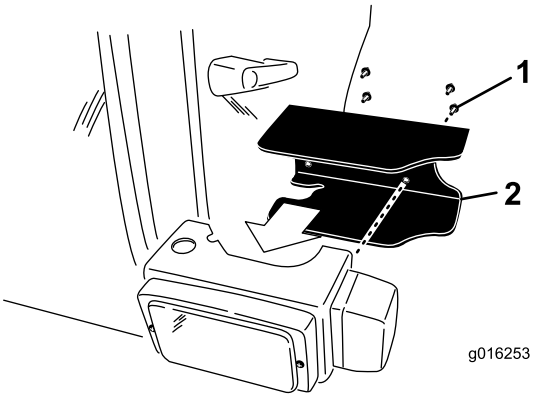

Figuur 11
- Bevestig een koplampscherm aan de achterkant van elke koplamp. Gebruik (2) 1/4 x 5/8 inch schroeven (Figuur 11).